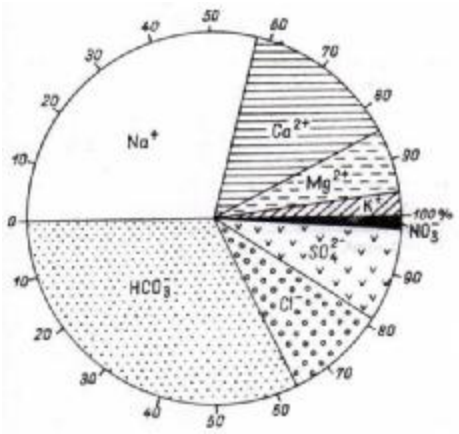

Rys. 2. Diagram kołowy składu chemicznego wody [8, s.323]
1) diagramów kołowych Udlufta (rys. 2),